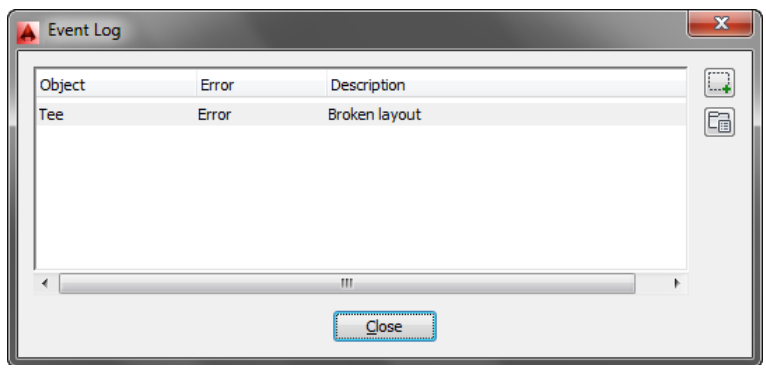
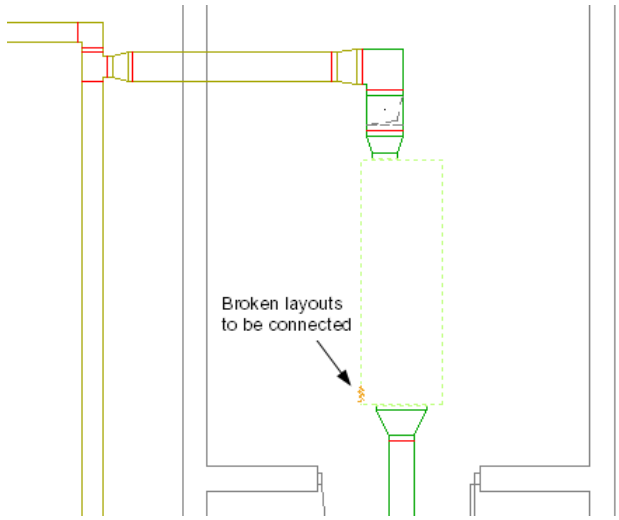

Figure 4-34 *The* ***Event Log*** *dialog box*
Figure 4-35 *The object causing error highlighted in the drawing area*
8. If success rate is not displayed as 100%, choose the **View Event Log** button from the **5** area of the dialog box; the **Event Log** dialog box is displayed, refer to Figure 4-34.
9. Select the object in the **Object** column that shows an error in the **Error** column, refer to Figure 4-34, and then choose the **Highlight and Zoom the selected object** button  from the dialog box; the selected object is highlighted in the drawing area, refer to Figure 4-35.